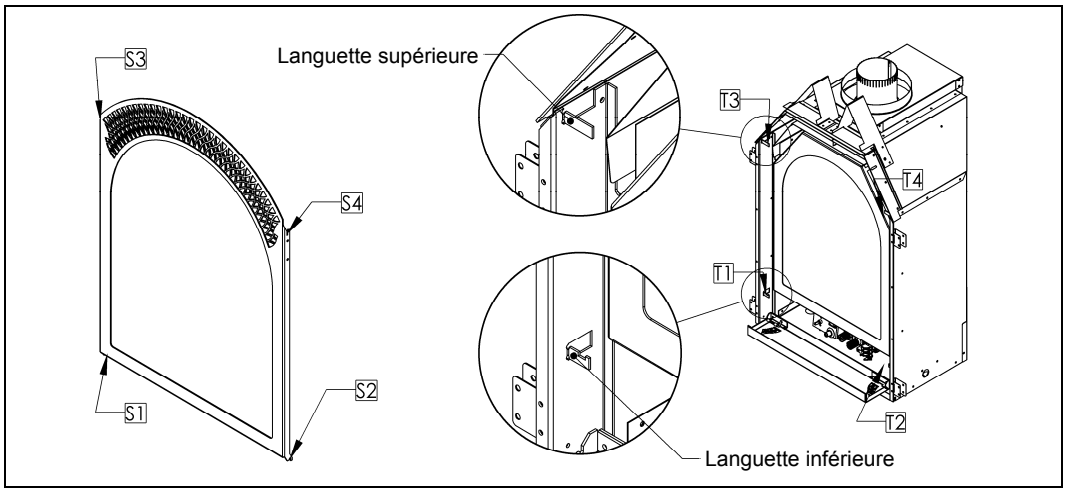

Figure 16 – Emplacement des languettes pour la porte.
1. Le panneau inférieur doit être OUVERT. Regardez l'emplacement des quatre [4] languettes de l'appareil [T1-T4], et des quatre [4] fentes sur la porte en arche [S1-S4] (voir Figure 16).